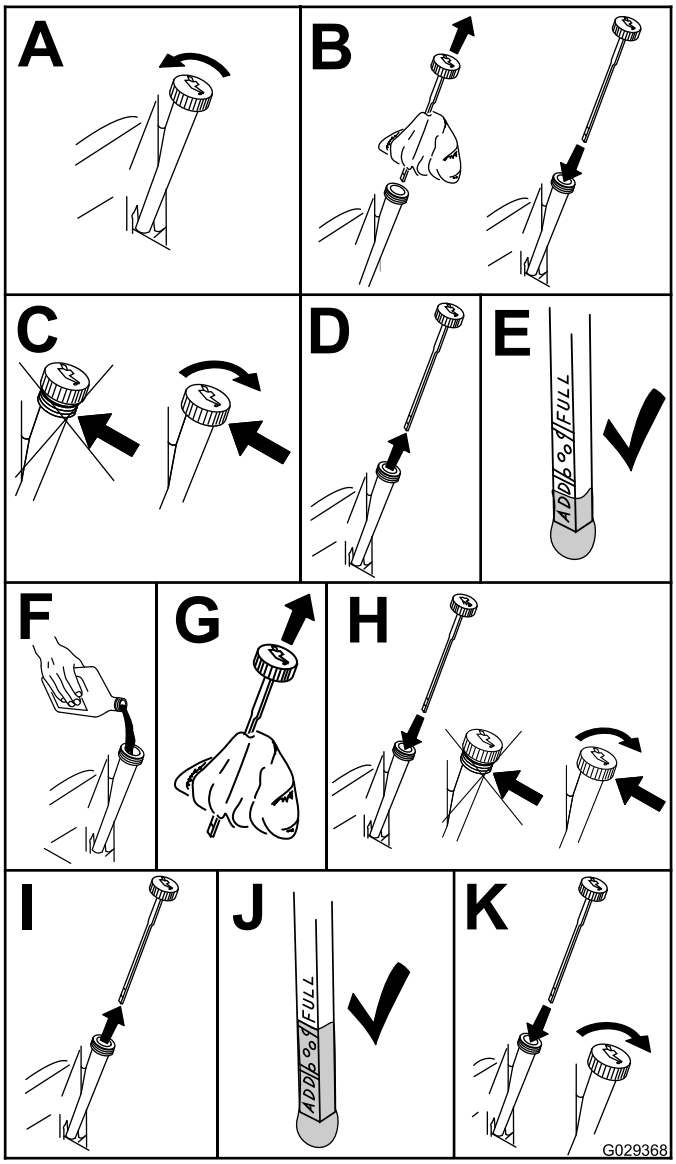

Figuur 34
4. Motoroliepeil controleren (Figuur 34).